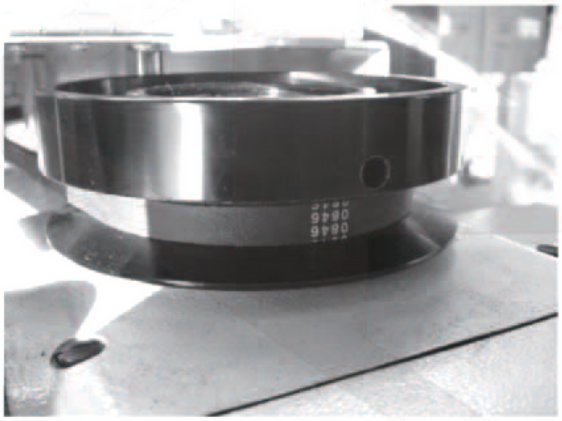

Fig.3c
a. Take off the bell pulley cover, and arrange the gap width of the sewing machine's bell pulley (see **Fig.3c**).